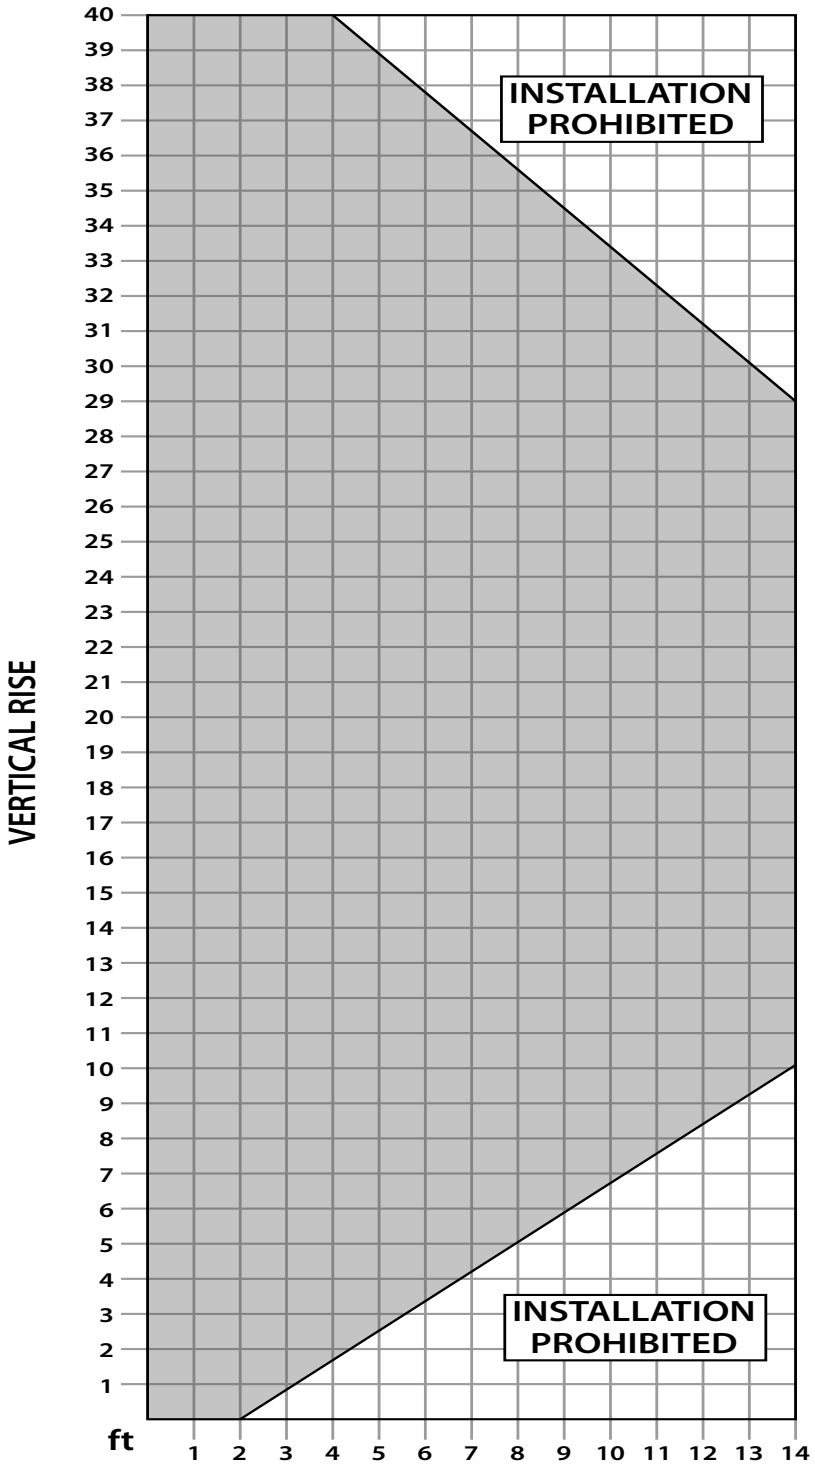

**Figure 26.1 Possible Vent Configurations for Top Vented Vertical and Horizontal Terminations.**
Figures 26.1 and 26.2 show the range of possible vent configurations if the unit is top or rear vented, for vertical and horizontal terminations. Any layout that remains within the shaded areas is acceptable. Having the fewest number of elbows is ideal, as they tend to disrupt air movement. Using 45˚ elbows is preferable to using 90˚ elbows. Also, a shorter vent system will perform better than a longer one. When top vented, the total length of horizontal vent pipe can not exceed 14 feet (4.27m) and the total vent length can not exceed 44ft (13.4m). Any combination of rise and run can be used as long as it lays within the shaded area (a total of two (2) 90˚ elbows or four (4) 45˚ elbows can be used. In addition to what is shown, if a 90˚ elbow is used in the horizontal plane, 3 feet (91.4cm) must be subtracted from the allowable horizontal run (for each 45˚ elbow, 1½ feet must be subtracted).